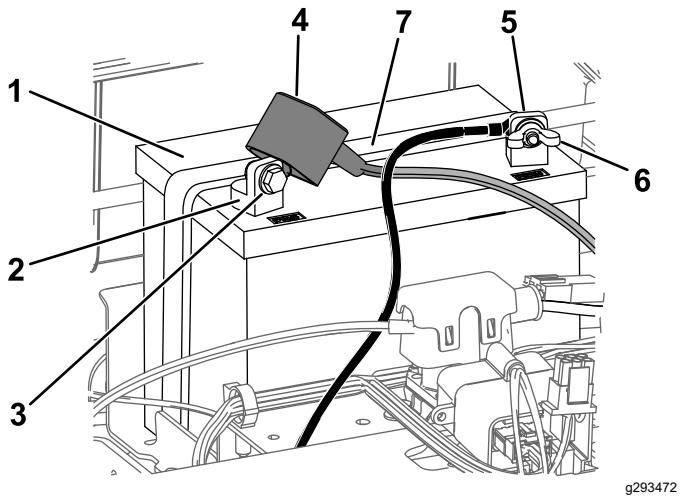

Figura 49
4. Desligue o cabo negativo (preto) do pólo da bateria (Figura 49).
6. Desligue o cabo positivo (vermelho) do pólo da bateria (Figura 49).
7. Retire o suporte da bateria (Figura 49) e levante a bateria para a retirar da respetiva plataforma.
1. Posicione da bateria no tabuleiro (Figura 49).
5. Prenda a bateria ao suporte (Figura 49).